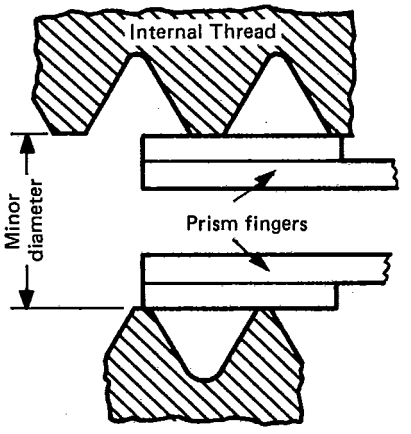

FIG. 10 INDICATING PLAIN DIAMETER GAGES — MAX.-MIN. MINOR DIAMETER LIMIT AND SIZE
4.8.5 Snap (Table 2 — Gages 3.3 and 3.5) and Indicating Gages (Table 2 — Gages 3.3, 3.5, and 5.2): Plain Diameter Gages for Checking Minor Diameter of Internal Thread. Gages are made to the individual gage manufacturer's standard with gaging contacts (segments or rolls) at 120 deg. or 180 deg. Size range for segment type is approximately 5 mm to 65 mm in diameter. Above 65 mm, gage contacts are plain diameter rolls. Another design is the use of prism fingers for 5 mm size and larger with contacts at 180 deg. See Fig. 10 for details. In each design, the gages are set with cylindrical ring gages, outside micrometers, vernier calipers, or a gap made with gage blocks and jaw accessories. Gage contacts are collapsed into tapped hole and released to contact product minor diameter. Dial indicator gages give the size of the product between minimum and maximum tolerance. Snap gages check the minor diameter limits by sensing the resistance at contact after being set to master.